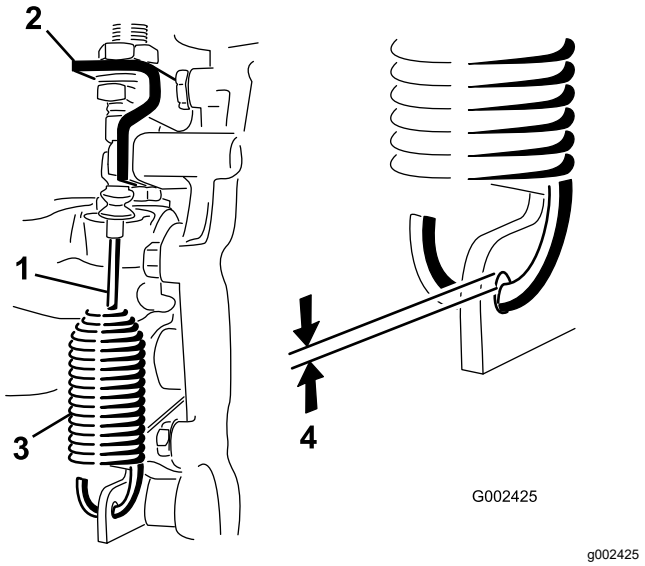

Figuur 49
2. Draai de contramoeren los waarmee de kabel van de differentieelvergrendeling vastzit aan de beugel op de transaxle (Figuur 49).